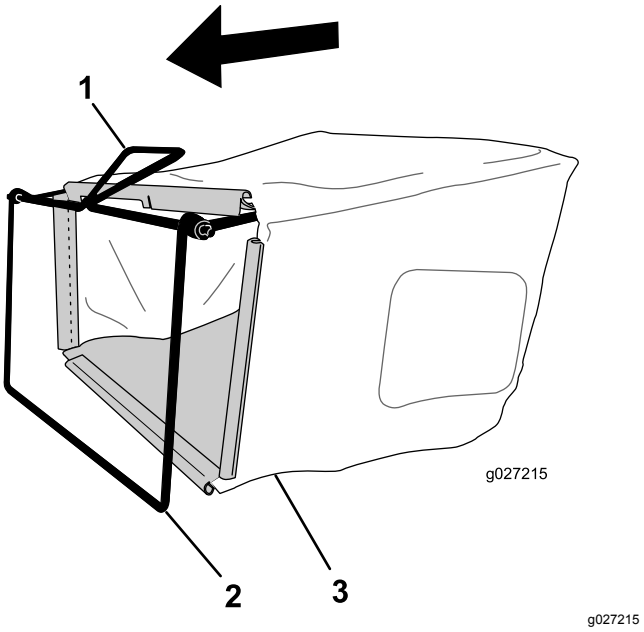

Figure 7
1. Glissez le bac sur l'armature, comme montré à la Figure 7.
Remarque: Ne faites pas passer le bac sur le guidon (Figure 7).